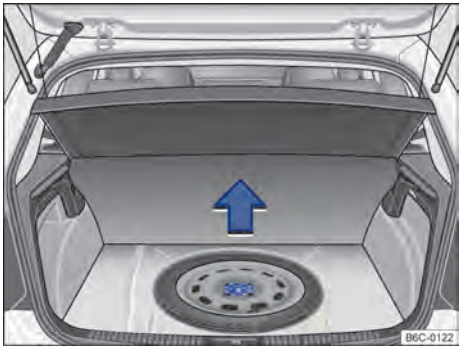

Fig. 159 En el maletero, por debajo del revestimiento del piso: rueda de emergencia y herramientas de a bordo. ▶
Las herramientas de a bordo y la rueda de emergencia están ubicadas en el maletero, debajo de la moqueta → fig. 159.
– Levantar el guarnecido del maletero → fig. 159.